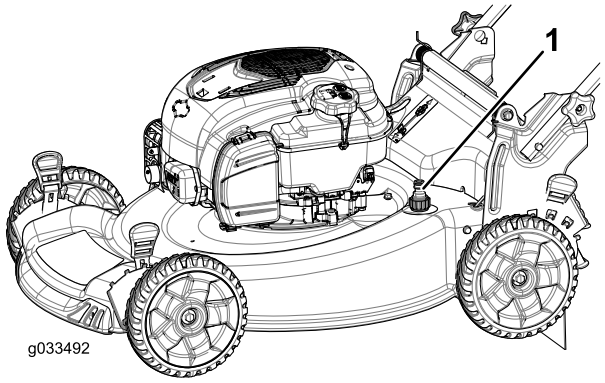

Figur 25
5. Fastgør en haveslange, der er sluttet til vandforsyningen, til gevindport (Figur 25).